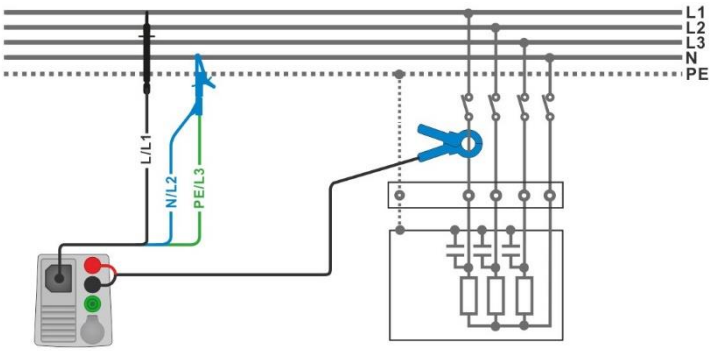

Figure 7.102: Harmonics measurement
- Connect 3-wire test lead and current clamp to the item to be tested, see ***Figure 7.102***.